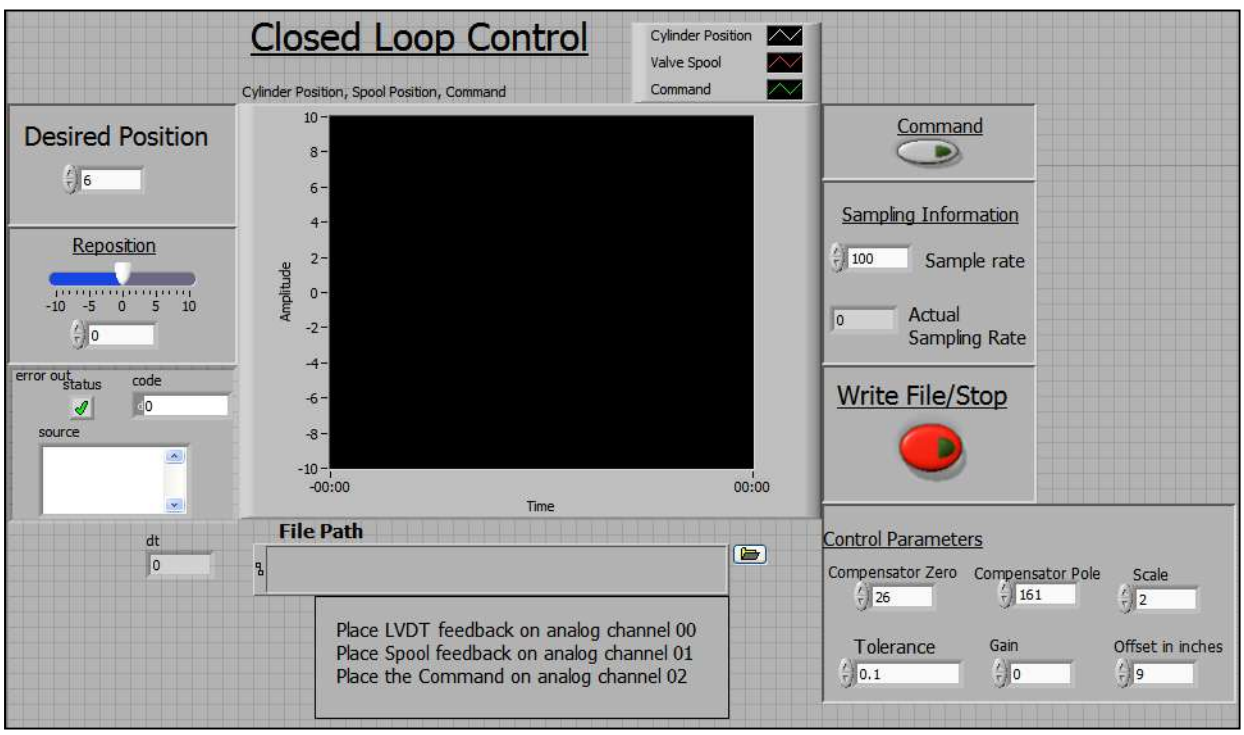

Fig. 1. The Front Panel (Graphical User Interface)
- The front panel of the closed-loop LabVIEW program for ***step position changes*** is shown in Fig. 1. The ***Desired Position*** box on the upper left specifies the desired position (***in inches***) of the hydraulic cylinder.